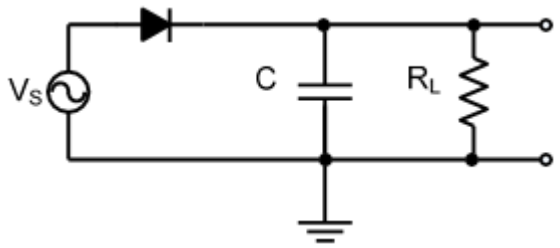

Figure 1. Half-wave Rectifier Circuit with Capacitor
1) For the circuit of Fig. 1, choose values of R_L=2.2 kΩ and C=10 μF. Draw the output waveform when the input is sinusoidal of frequency 100 Hz and 20 V peak to peak, under the following cases: